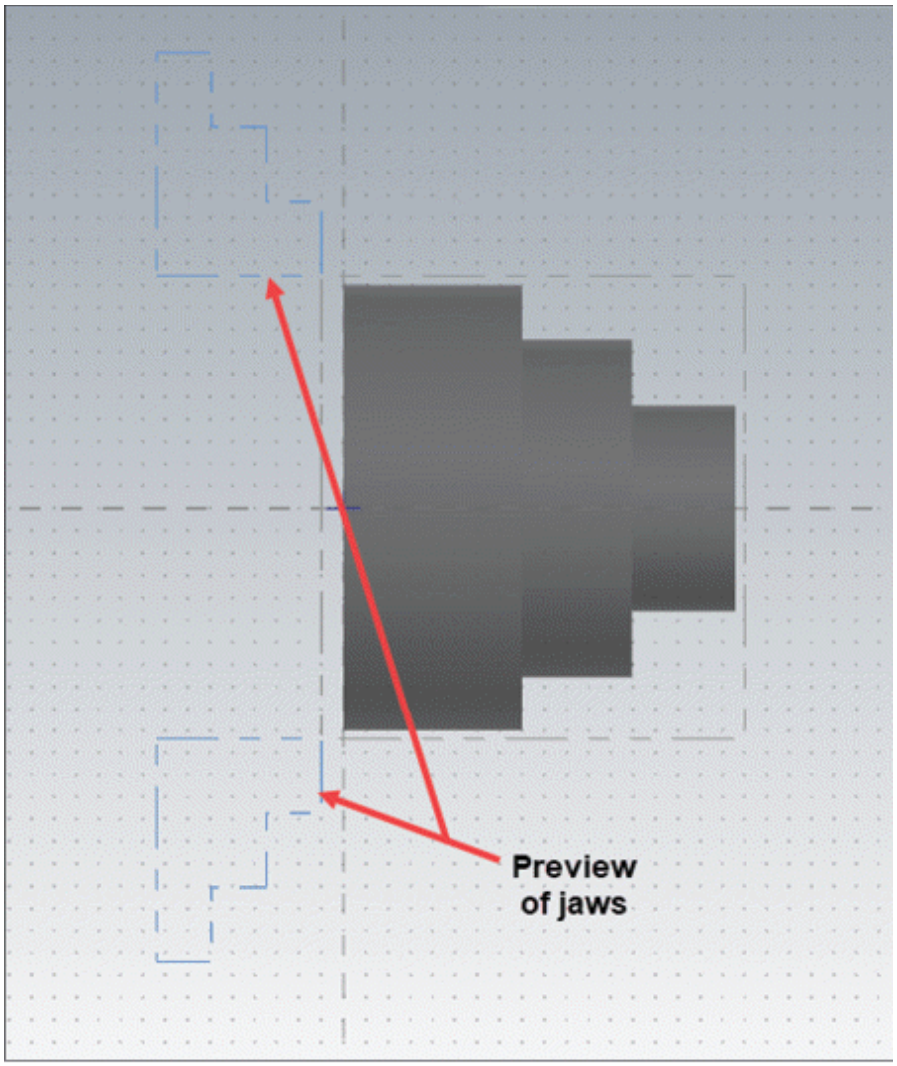

Figure-17. Preview of jaws
- Click on the **Parameters** tab of the dialog box to specify clamping method and position of clamps. Select the **Outside diameter (OD)** radio button if the clamps are to be placed on outer diameter of stock. Select the **Inside diameter (ID)** radio button if the clamps are to be placed at the inside of stock.
- Click on the **Preview Lathe Boundaries** button to check preview of jaws; refer to Figure-17. After checking preview, press **ENTER** to return to the dialog box.